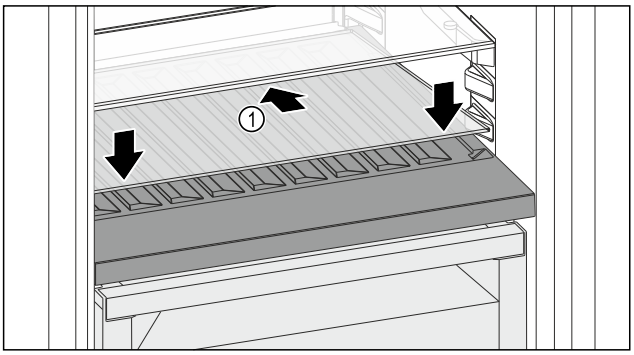

Fig. 168
▶ Place the glass shelf *Fig. 168 (1)* at an angle, sloping it downwards and backwards.
▶ Lower the glass shelf *Fig. 168 (1)* at the front.